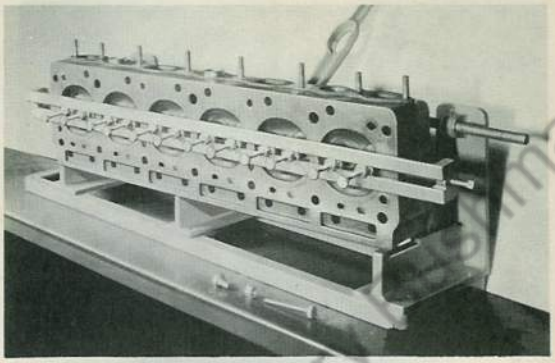

Fig. 43 Cylinder Head Fixture
A. Valves—Intake and exhaust valves have 30° angle. All data and dimensions necessary for proper servicing of valve is given in "Specifications". Equipment for complete valve service and instructions for reconditioning valves are given in the following items 1 to 6.
1. Cylinder head assembly should be removed from engine as instructed in Paragraph 15 and placed in a suitable disassembly and assembly fixture as illustrated in Fig. 43. This type of fixture supports cylinder head and includes movable and adjustable screws for supporting valves. Tighten screws down on valve heads and then lock screw position with check nut. This arrangement holds valves in position while springs are being compressed for removal of valve retainer locks. Lever may be operated either by hand or by foot with extension. Fig. 44.